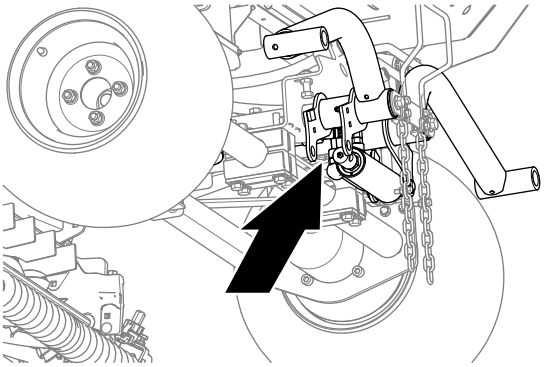

Figuur 13
1. Zet een opvangbak onder de hydraulische fittings van de hefcilinder (Figuur 13).